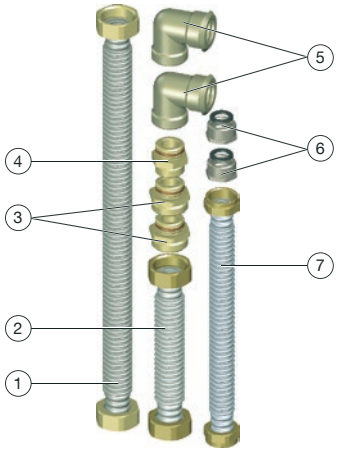

Abb. 1: Anschluss- und Verrohrungsset
1. Schrauben Sie die Reduziernippel für die Anschlüsse des Durchlauferhitzers (Position (6) in Abb. 1 auf Seite 7) mit schwarzen EPDM Dichtringen auf die Anschlüsse des Durchlauferhitzers.
2. Schrauben Sie die selbstdichtenden Seiten der Doppelnippel (Positionen (3) und (4) in Abb. 1 auf Seite 7) in die entsprechenden Anschlüsse der Kugelhahnanschlussleiste.
3. Schrauben Sie die Winkel (Position 5 in Abb. 1 auf Seite 7) in die Anschlüsse des Heizkreisverteilers.